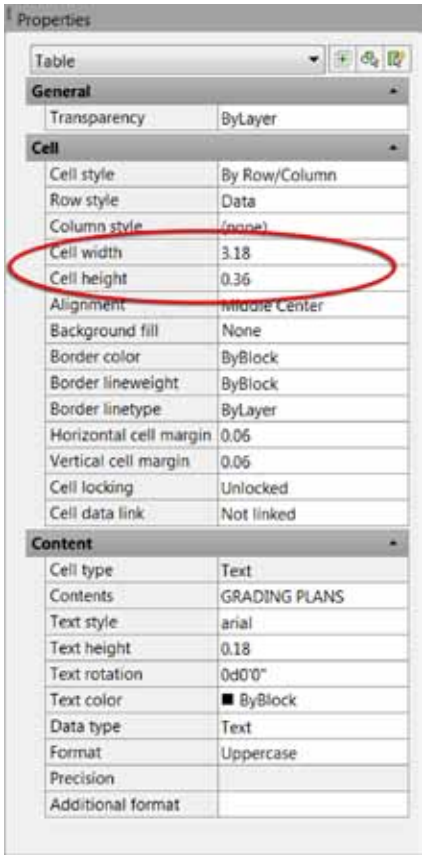

*Figure 4: Most table properties can be modified using the Properties Palette.*
Step 1: Ensure the Properties Palette is visible on screen. If necessary press Ctrl+1 to turn it on. Step 2: Select a table by clicking on a grid line. Step 3: Look in the Table group inside the Properties Palette to find settings that control the overall width and height of the table. Step 4: Go back to the table and select a single cell by clicking inside it. Step 5: Check the palette again to find settings controlling the cell height and width. See Figure 4.
Bonus Tip: Don't forget the Properties Palette! Once you've selected multiple cells, change their data format using the palette options, or try changing other settings like text heights, cell margins, and justification. See Figure 4.